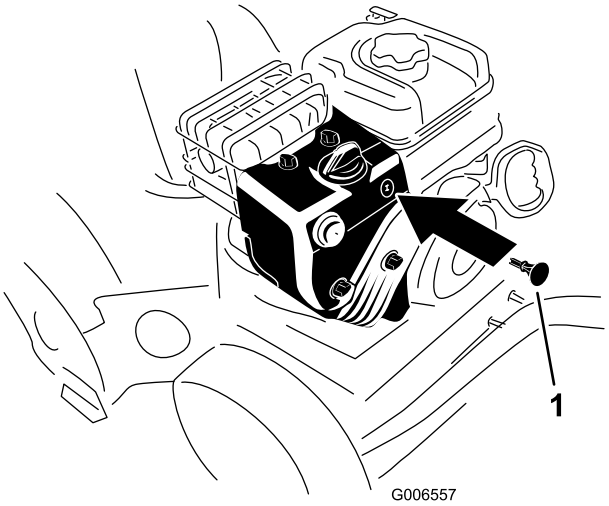

**Figure 26**
3. Insert the ignition key (Figure 26).